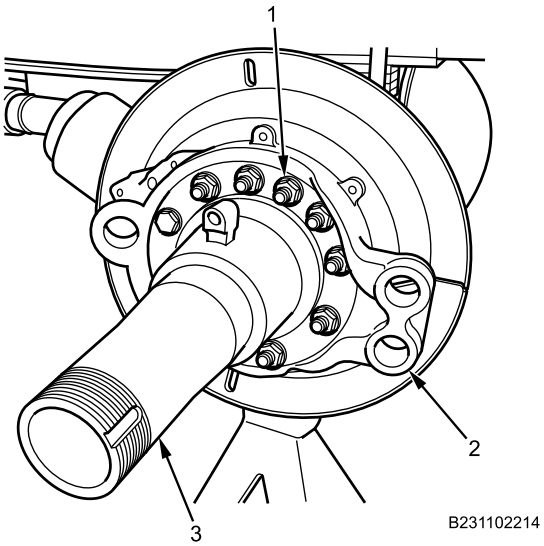

Figure 4. Rear Brake Spider Assembly.
2. Install rear brake spider assembly (Figure 4, Item 2) on rear axle assembly (Figure 4, Item 3) with 10 bolts, 10 washers, and 10 nuts (Figure 4, Item 1). Torque to 180-230 lb-ft (244-312 N•m).